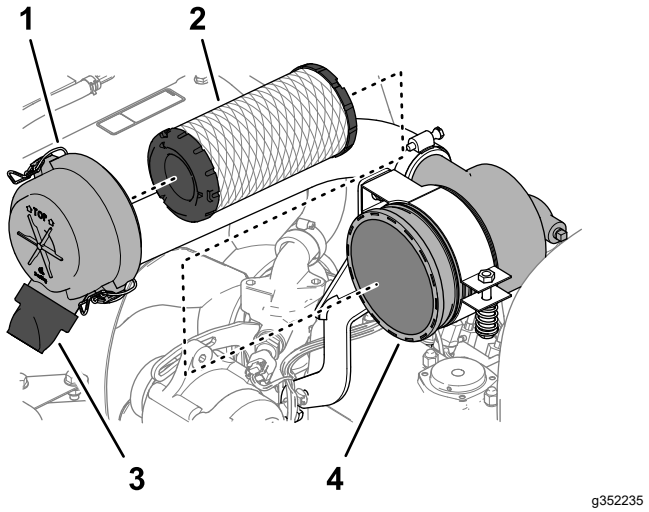

Figur 72
3. Lossa spärrhakarna som fäster luftrenarkåpan på luftrenarhuset (Figur 72).
6. Ta bort filterelementet (Figur 72).
7. Ta bort gummiutloppsventilen (Figur 72) från luftrenarkåpans smutsutblåsning.